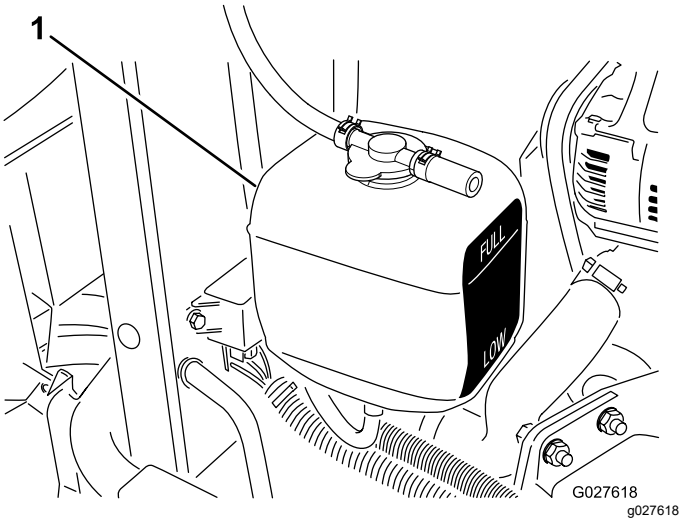

Figuur 73
3. Controleer het koelvloeistofpeil in de expansietank (Figuur 73).